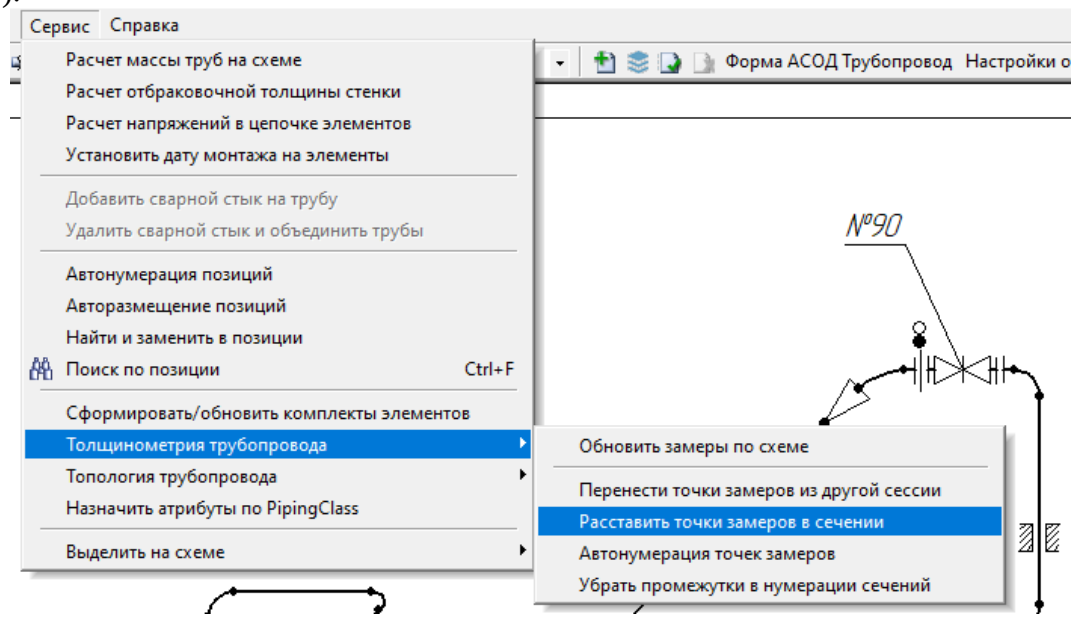

Рис.1.6 – Пункт меню «Сервис» - «Толщинометрия трубопровода» – «Расставить точки замеров в сечении»
2.2.2. В диалоговом окне редактора изометрических схем трубопроводов выбрать пункт меню «*Сервис*» – «*Толщинометрия трубопровода*» – «*Расставить точки замеров в сечении*» (рис. 1.6).